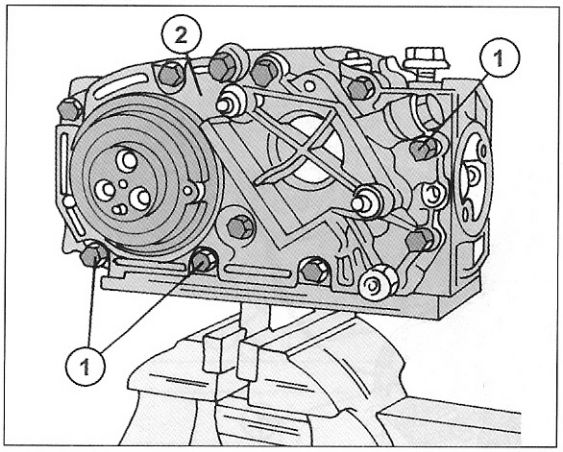

Bild 51
- In der folgenden Reihenfolge den Ölkühler (Schraube in der Mitte lösen), den Ölfiltersockel, die Unterdruckpumpe zusammen mit dem Dichtring, den Pumpendeckel mit dem Öldruckregelventil, die Konsole der Einspritzpumpe ausbauen. Die in Bild 51 gezeigten Schrauben (1) herausdrehen und das vordere Gehäuse der Ölpumpe (2) ausbauen.